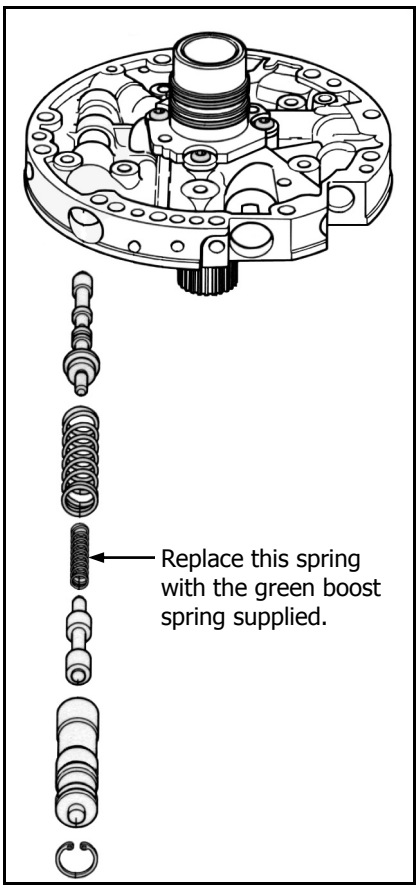
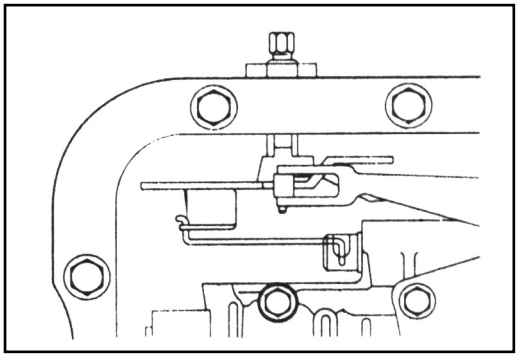
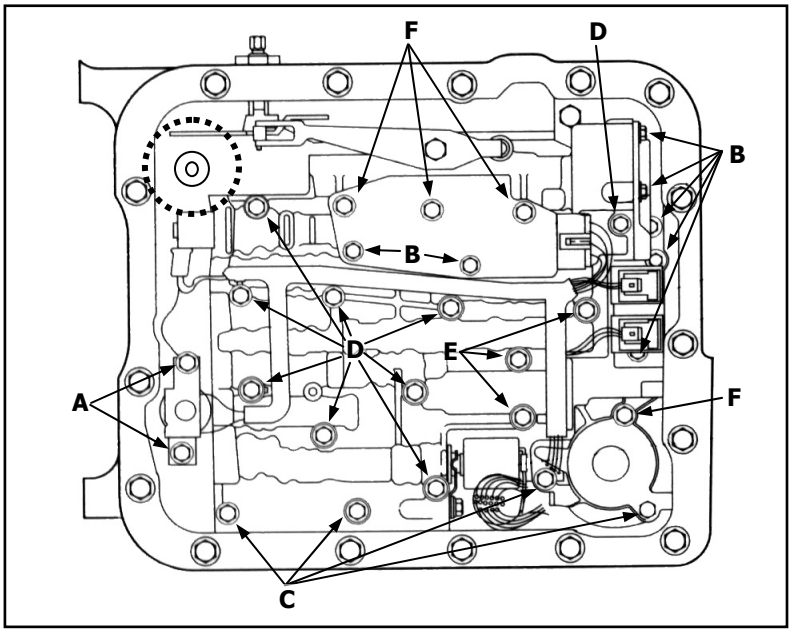

**FIGURE 3**
**Figure 8**
**Figure 9**
**STEP 4** Remove the pressure regulator assembly from the transmission pump. (See **FIGURE 8**, where the dotted circle indicates.) Push up on the TV boost valve sleeve when removing the retaining ring. Be careful, as there is heavy spring tension behind it. Slowly lower the sleeve to relieve spring tension. Replace the small OD spring with the green spring supplied. The small green spring goes inside the larger spring. Reinstall in pump (See **FIGURE 3**). **Note**: The pressure regulator valve may come out during disassembly. If so, coat with transmission gel or petroleum jelly and put back up inside pump GENTLY. Do not force. BE SURE to reinstall parts in correct order. Also, be sure that the retaining ring is fully seated.
**STEP 11** Reinstall valve body (See **FIGURE 8** for shift link reference.) Make sure the check balls are in the seven (7) proper locations. There are six (6) different lengths of bolts for valve body hold down. The quantities, length, mm socket size, and reference letter are shown below. **FIGURE 9** indicates the location of each size. Tighten these bolts to 8 ft.-lbs.
**A**: Two (2) 1/2" - 10mm
**B**: Seven (7) 3/4" - 8mm (3 on support plate)
**C**: Four (4) 1-3/8" - 10mm
**D**: Nine (9) 1-7/8" - 10mm
**E**: Three (3) 2-1/8" - 8mm
**F**: Four (4) 2-1/2" - 10mm
**STEP 15** Fill with five (5) quarts of transmission fluid before starting engine. After running through shift pattern several times while remaining stationary, completely fill the transmission per manufacturer’s specifications.